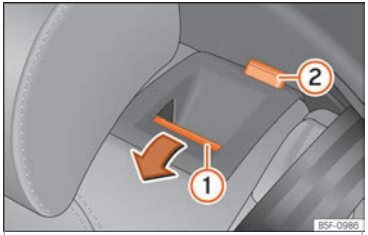

Fig. 163 On the rear seat backrest: release button (1); red mark (2).
- Push the unlock button ››› Fig. 163 (1) in the direction of the arrow and at the same time fold down the backrest.
- The rear seat backrest is not engaged when the red marking of the button (2) is visible.
The rear seat backrest is not engaged when the red marking of the button ››› Fig. 163 (2) is visible.